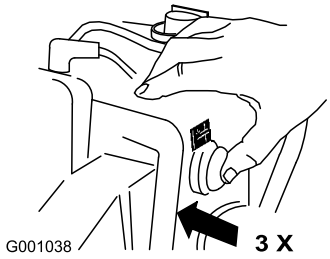

Bild 28
6. Drücken Sie die Kaltstarthilfe dreimal kräftig mit dem Daumen, halten Sie die Kaltstarthilfe jeweils für eine Sekunde gedrückt (Bild 28).